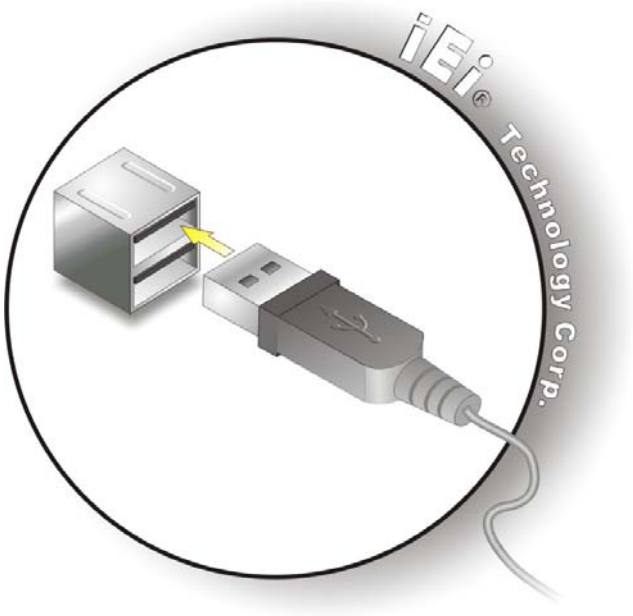

Figure 4-18: USB Connector
Step 2: **Insert a USB Series "A" plug**. Insert the USB Series "A" plug of a device into the USB Series "A" receptacle on the external peripheral interface. See **Figure 4-18**.